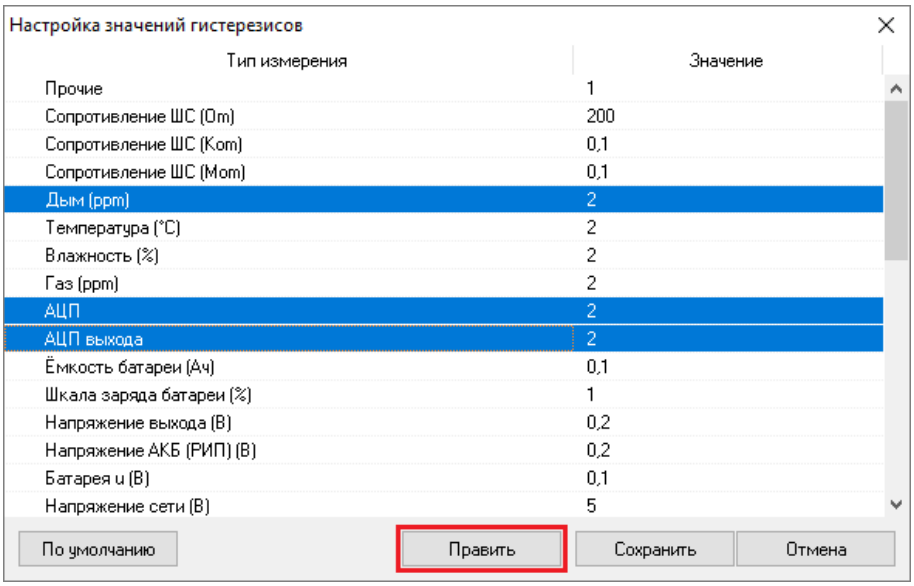

Рисунок 6-240 Вызов окна "Редактирование значения гистерезиса" по кнопке "Править"
- либо нажмите кнопку «Править» (см. Рисунок 6-240);